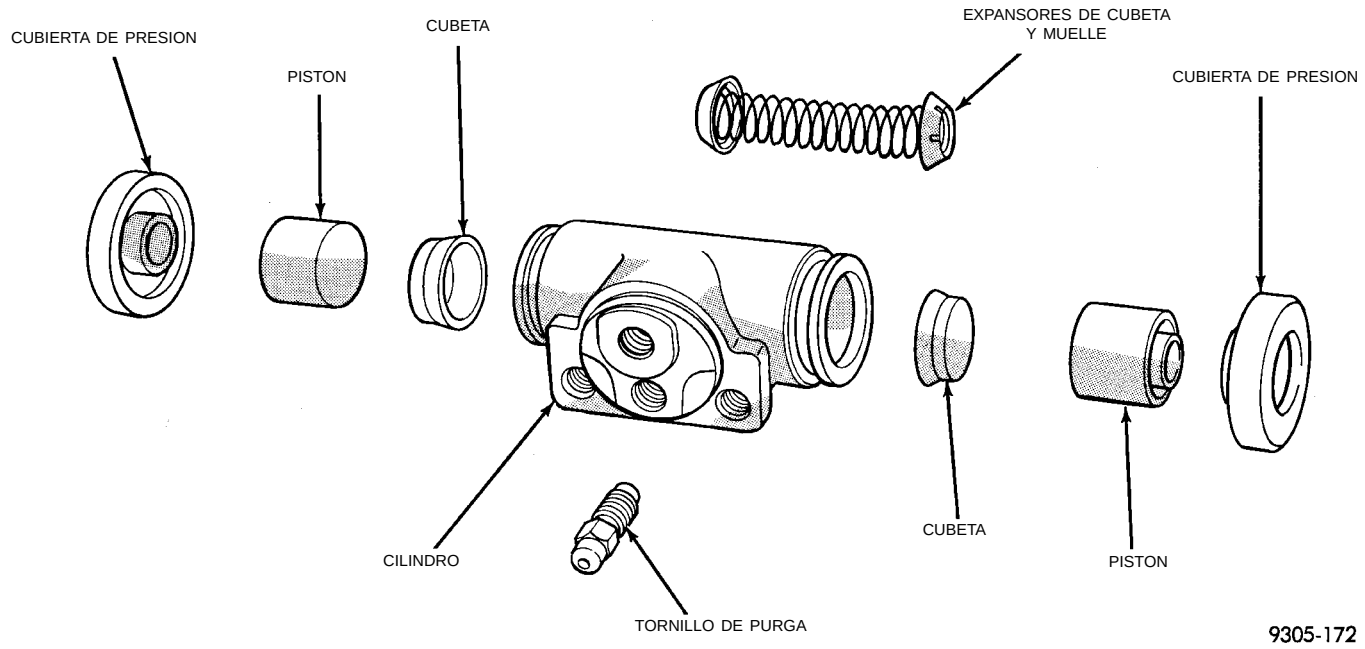

Fig. 181 Cilindro de rueda trasera (vista esquemática)
(1) Haga palanca para extraer las cubiertas de los cilindros y retire (Fig. 181).
(2) Haga presión **HACIA ADENTRO** en un pistón para lograr extraer el pistón opuesto, la cubeta y el muelle (Fig. 181). Luego, con una herramienta blanda como una varilla, haga presión para extraer la cubeta y el pistón que permanecen en el cilindro de rueda.
(3) Lave el cilindro de rueda, los pistones y el muelle (Fig. 181) en líquido de frenos limpio o en alcohol; **(NO USE NINGUN SOLVENTE A BASE DE PETROLEO)** limpie meticulosamente y seque con aire comprimido. Inspeccione el diámetro interno del cilindro y el pistón para detectar si están rayados o picados. (No use un trapo ya que la pelusa quedará adherida a las superficies del hueco).
(4) Los diámetros internos de cilindro de rueda y los pistones que estén muy rayados o picados deberán reemplazarse. Por lo general, las paredes de los cilindros que tienen rayaduras leves o presentan signos de corrosión pueden limpiarse con arpillera, aplicando un movimiento circular. Las manchas negras en las paredes de los cilindros son causadas por las cubetas de pistón y no perjudican su funcionamiento.
(1) Aplique al hueco del cilindro una capa de líquido de frenos limpio.
(2) Aplique una capa leve de Lubricante de protección de cubetas Mopar en el reborde de sellado y en las superficies exteriores de las cubetas del cilindro de rueda.
(3) Instale en el cilindro el muelle de expansión con los expansores de cubeta. Instale las cubetas en cada extremo del cilindro con los extremos abiertos de las cubetas enfrentados (Fig. 181).
(4) Instale el pistón en cada extremo del cilindro con la cara plana del pistón en contacto con la cara plana de cada cubeta ya instalada (Fig. 181).
(5) Aplique una capa de Lubricante de protección de cubetas Mopar en las superficies interiores de las cubiertas de presión (Fig. 181).
(6) Instale una cubierta en cada extremo del cilindro (Fig. 181). **Tenga cuidado de no dañar la cubierta durante la instalación.**